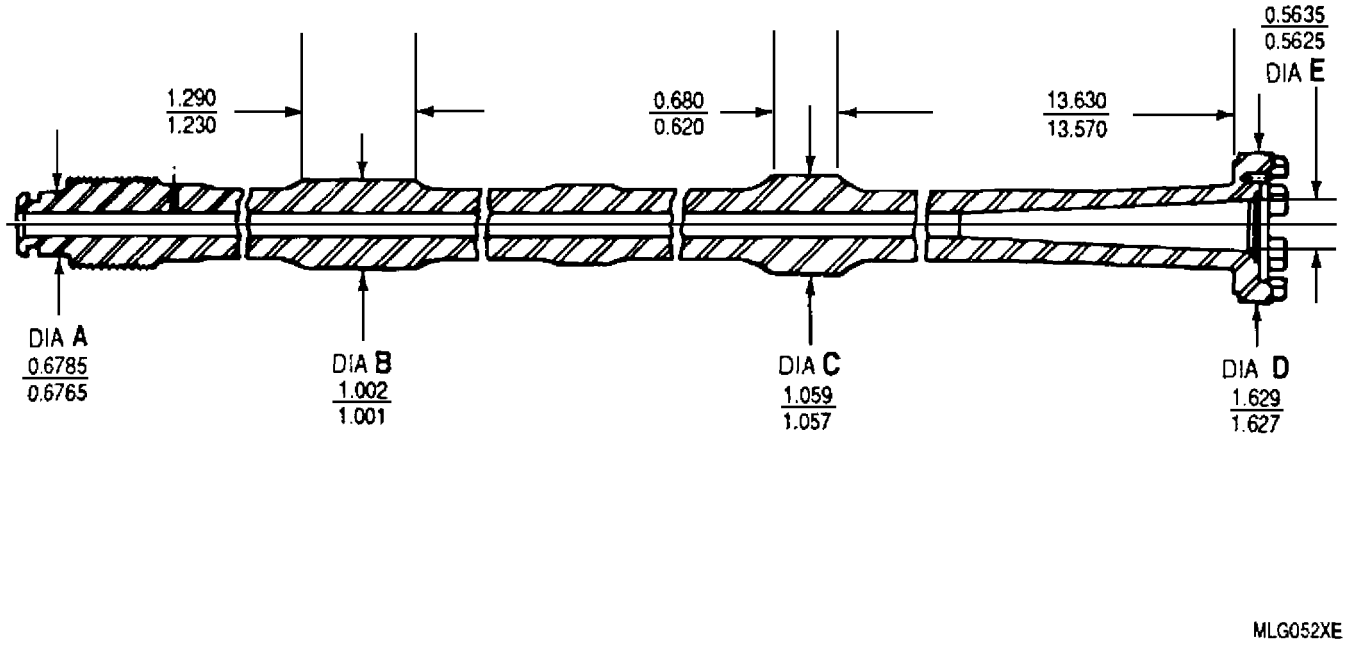

Figure 1. Turbine−to−Compressor Tie Bolt Dimensions
d. Grind diameters to dimensions shown in figure 1.